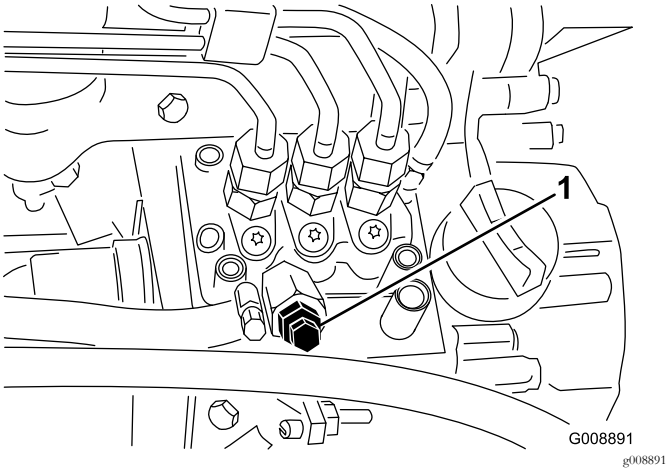

Figuur 43
4. Draai de ontluchtschroef op de brandstofinjectiepomp open (Figuur 43).